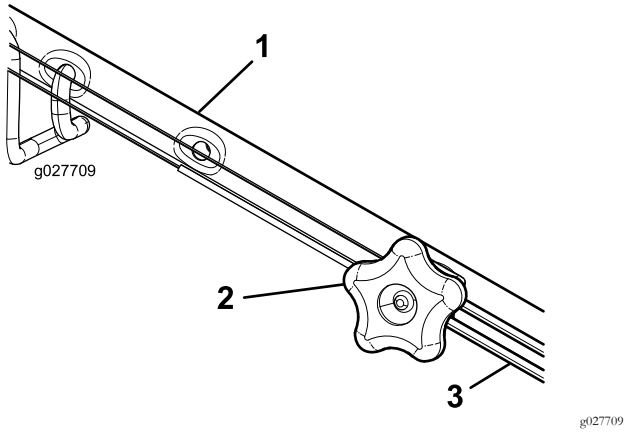

Bild 38
1. Drehen Sie das Handrad nach links, um die Zugeinstellung zu lösen (Bild 38).
2. Stellen Sie die Spannung des Zugs (Bild 38) ein, indem Sie ihn zurückziehen oder nach vorne drücken und dann in dieser Stellung arretieren.